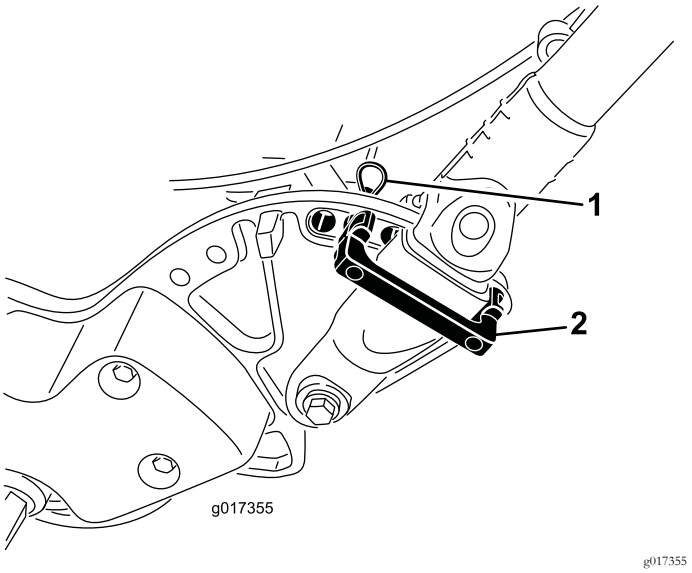

Rysunek 32
1. Usuń zawleczki z elementów ustalających uchwytu po każdej stronie kosiarki (Rysunek 32).
2. Podtrzymując uchwyt, usuń zawleczki z każdej strony i obróć uchwyt w wymagane położenie robocze (Rysunek 32).